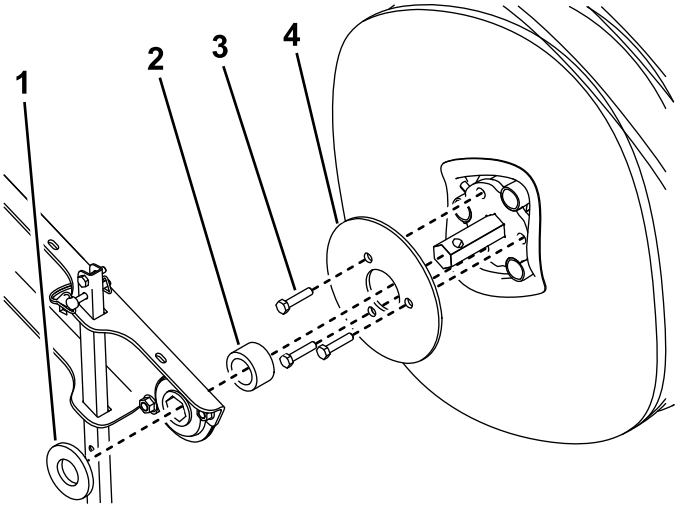

Figure 24
8. On 1 side of the broom, remove the washer, slide the broom out of the bracket, and remove the spacer (Figure 24).
9. Remove the 3 bolts (3/8 x 1-1/2 inches) and the cover plate (Figure 24).
16. Install the cover plate as shown in Figure 24 until it is flush against the axle face.
17. Install the spacer, slide the broom onto the bracket, and install the washer (Figure 24).